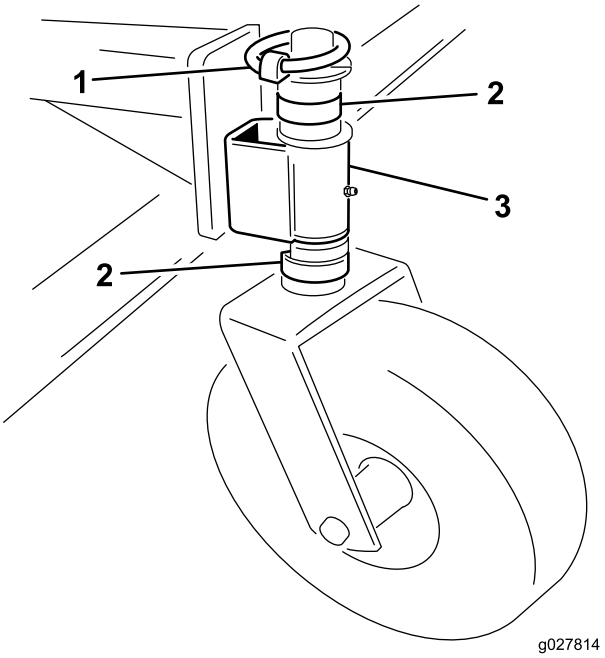

Figure 6
1. Enlevez l'axe de chape de l'axe de pivot (Figure 6)